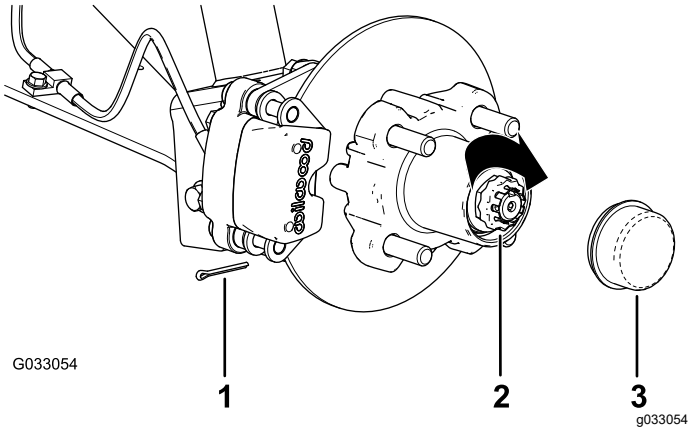

Figura 31
8. Instale o retentor por cima da porca e verifique o alinhamento da ranhura no retentor e o orifício no eixo para o contrapino (Figura 31).
9. Coloque o contrapino e dobre as pernas em torno do retentor (Figura 31).
10. Coloque o tampão antipoeira no cubo (Figura 31).